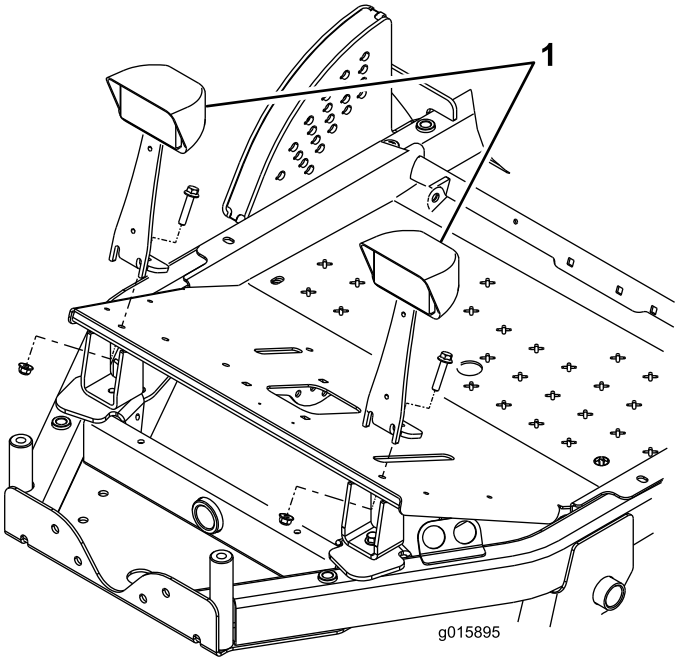

Figure 7
Fixez les supports des phares à la plate-forme avec (2) vis à tête-embase 3/8 x 1-3/4" et écrous à embase 3/8", comme illustré à la Figure 7.